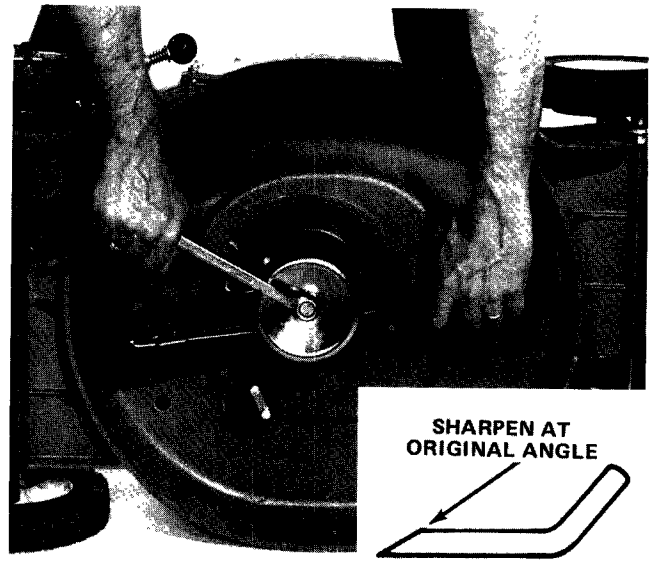

Figure 28
3. Grasp end of blade using a rag or thickly padded glove; then remove cap screw, lock washer, anti-scalp cup, and blade (Fig. 28).
4. Using a file, sharpen cutting edge at both ends of blade (Fig. 28 Inset).
IMPORTANT: Sharpen top side of blade and maintain original cutting angle (Fig. 28 Inset) to assure a sharp cutting edge. The blade will remain balanced if same amount of material is removed from both cutting edges.
6. In sequence, install sharp, balanced blade, anti-scalp cup, lock washer and cap screw (Fig. 28). Tighten cap screw to 45-60 ft-lb.